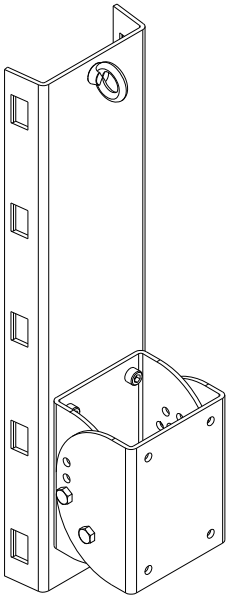
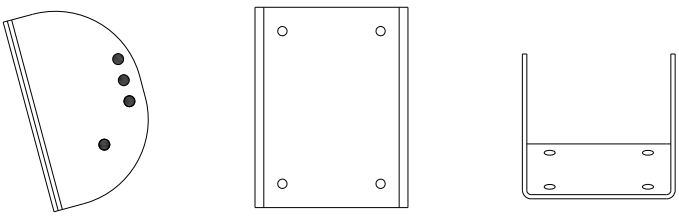
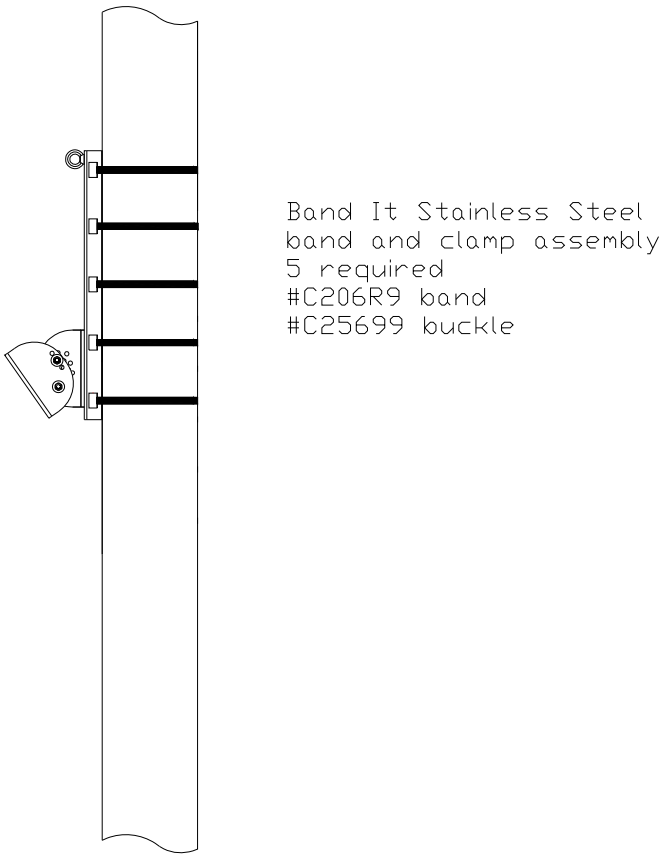

Figure 1
Figure 2
Figure 4
Figure 1 represents the isometric and top views of the pole bracket, including the loudspeaker bracket section.
The loudspeaker bracket is shown separately in Figure 2.
1. Mount the pole mount section (see figure 1) of the bracket to the pole at the desired height on the pole. The loudspeaker bracket shown in Figure 2 should be removed prior to hanging the pole mount section. The bracket is mounted to the pole using BAND-IT stainless steel bands. DO NOT SUSTITUTE bands of other material or other widths! There are FIVE locations on the pole bracket for bands. ALL FIVE LOCATIONS MUST BE USED. Figure 4 illustrates the locations for the stainless steel band clamps.